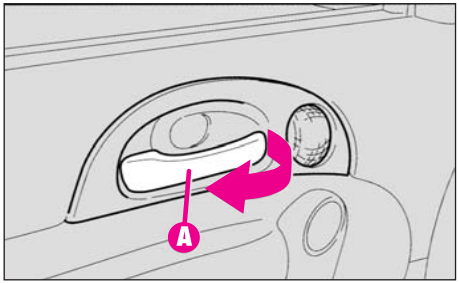

fig. 11
-Pentru a deschide ușa, trageți de mânerul (**A-fig. 11**).